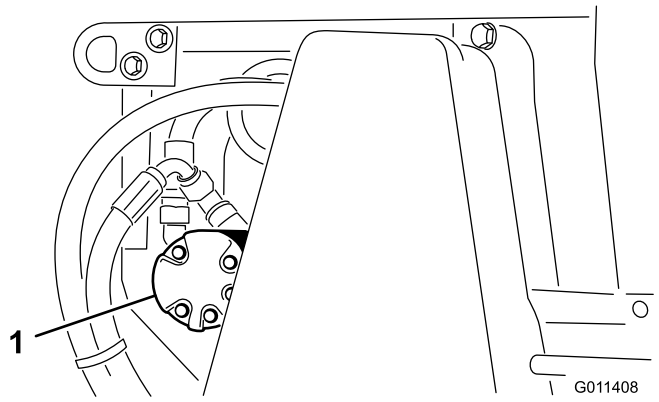

Figur 23
2. Løsne mutrene som fester lagerhuset (Figur 23) på venstre side av maskinen.